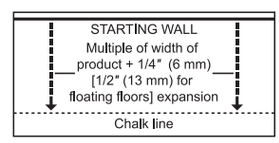

Figure 6
- In at least two places, at least 18˝ (46 cm) from the corner, measure out equal distance from the starting wall (Figure 6) and snap a chalk line. The measurement must be the sum of the width of the flooring plus an additional 3/8˝ (9.5 mm) to allow for 1/4˝ (6 mm) expansion space and the width of the tongue. Allow 1/2˝ (13 mm) expansion when installing floating floors.